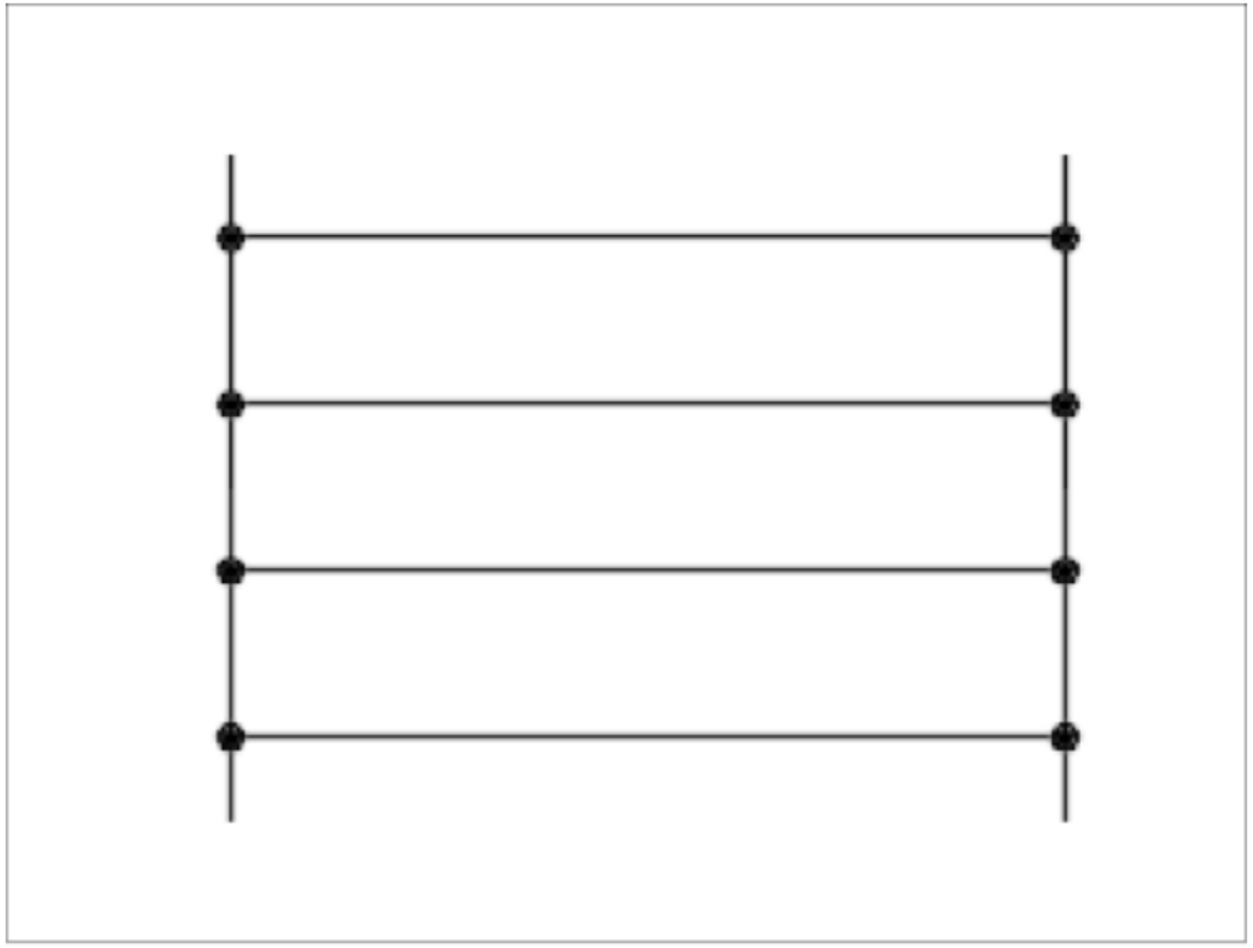

Figure-30. Rotated ladder
- After rotating the ladder, it will be displayed as shown in Figure-30.